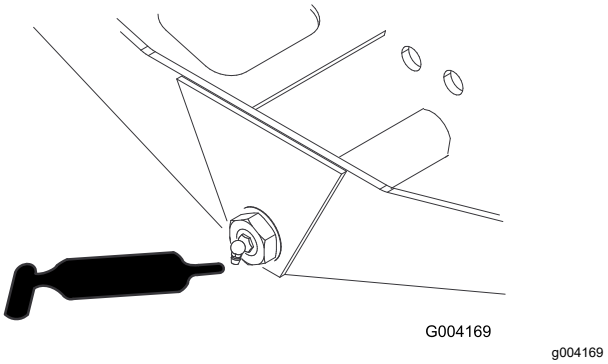

Рисунок 105
- Ось поворота моста (1 шт.) (Рисунок 105)